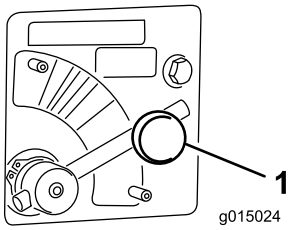

Figur 45
1. Løsn grebet, der holder armen til spinderventilen fast (Figur 45).
2. Roter armen til spinderventilen (Figur 45) til den ønskede farve (fx gul).
1. Flyt armen til spinderventilen til den **blå** del (MAKSIMAL HASTIGHED) (Figur 45). Når armen er drejet så langt som muligt med uret, bør den stå vandret.